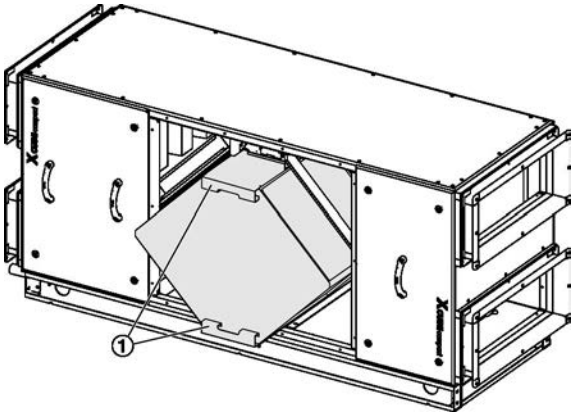

Fig. 57: Retrait de l'échangeur thermique à plaques
4. Retirer l'échangeur thermique à plaques à l'aide des poignées (Voir la Fig. 57/1).